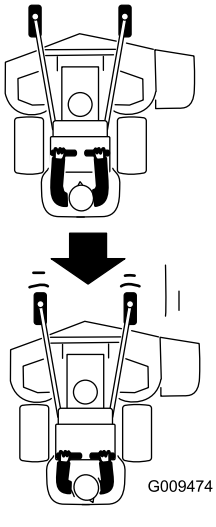

Rysunek 23
2. Powoli przesuń dźwignie sterowania do tyłu (Rysunek 23).